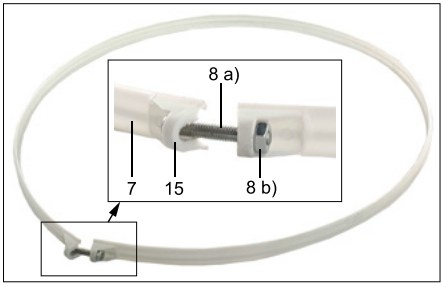

Fig.39: Montaggio nastro di fissaggio
Vedere Fig. 39 a).
7. Inserire il dado (9) sul rotore (8).
8. Serrare in senso orario, Fig. 39 b)